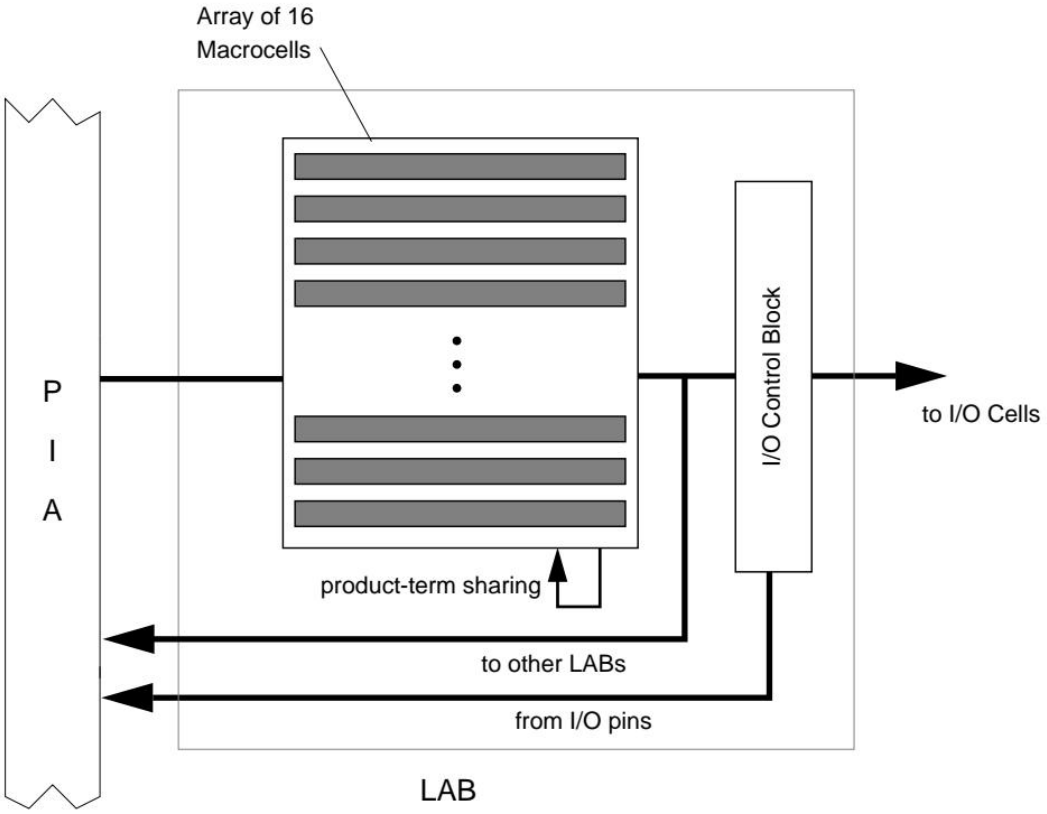

图 5: *Altera MAX7000* 的逻辑阵列模块（*Logic Array Block*，*LAB*).
- 如图 5 所示，每个 LAB 由两组八个**宏单元**组成。